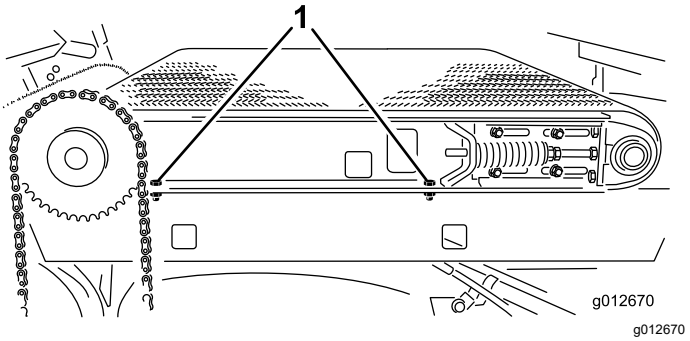

Figur 33
4. På højre side af maskinen skal du løsne de 2 maskinskruer, der fastgør gliderens stelvange på den højre skærm (Figur 33). Sørg for, at maskinskruerne er tilstrækkeligt løse til, at glideladet kan tippe.